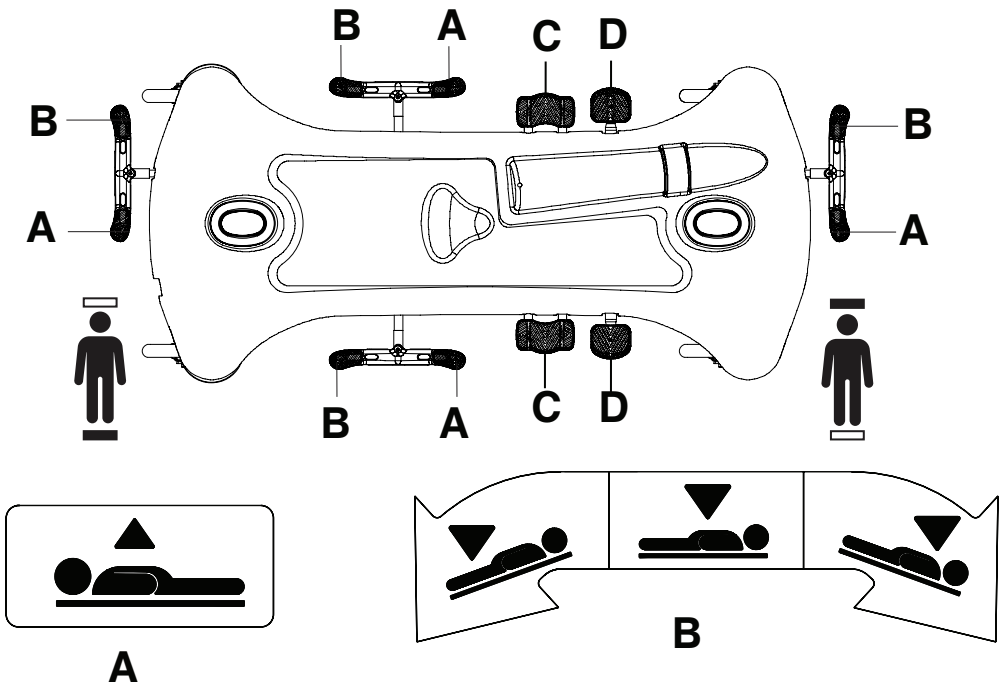

Afbeelding 3 – De matrasdrager omhoog- of omlaagzetten
Om de matrasdrager omhoog te zetten, pompt u met het pomppedaal (D) totdat de gewenste hoogte is bereikt (Afbeelding 3).
Om het product in de trendelenburgstand (hoofd omlaag) te plaatsen, zet u de matrasdrager in de hoogste stand (Afbeelding 3).
Om het product in de anti-trendelenburgstand te plaatsen (met het voeteneinde omlaag), zet u de matrasdrager in de hoogste stand (Afbeelding 3)